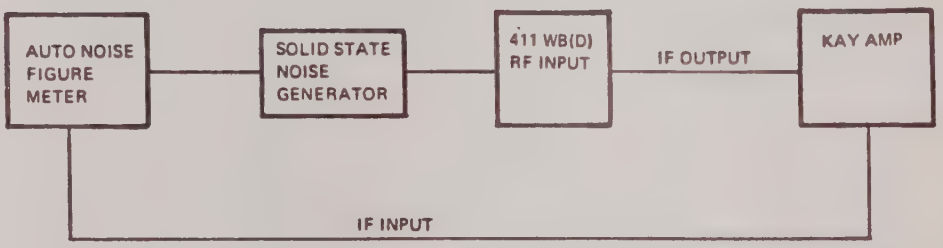

Figure 4. Noise Figure Test
a. Connect the test equipment as shown in figure 4.